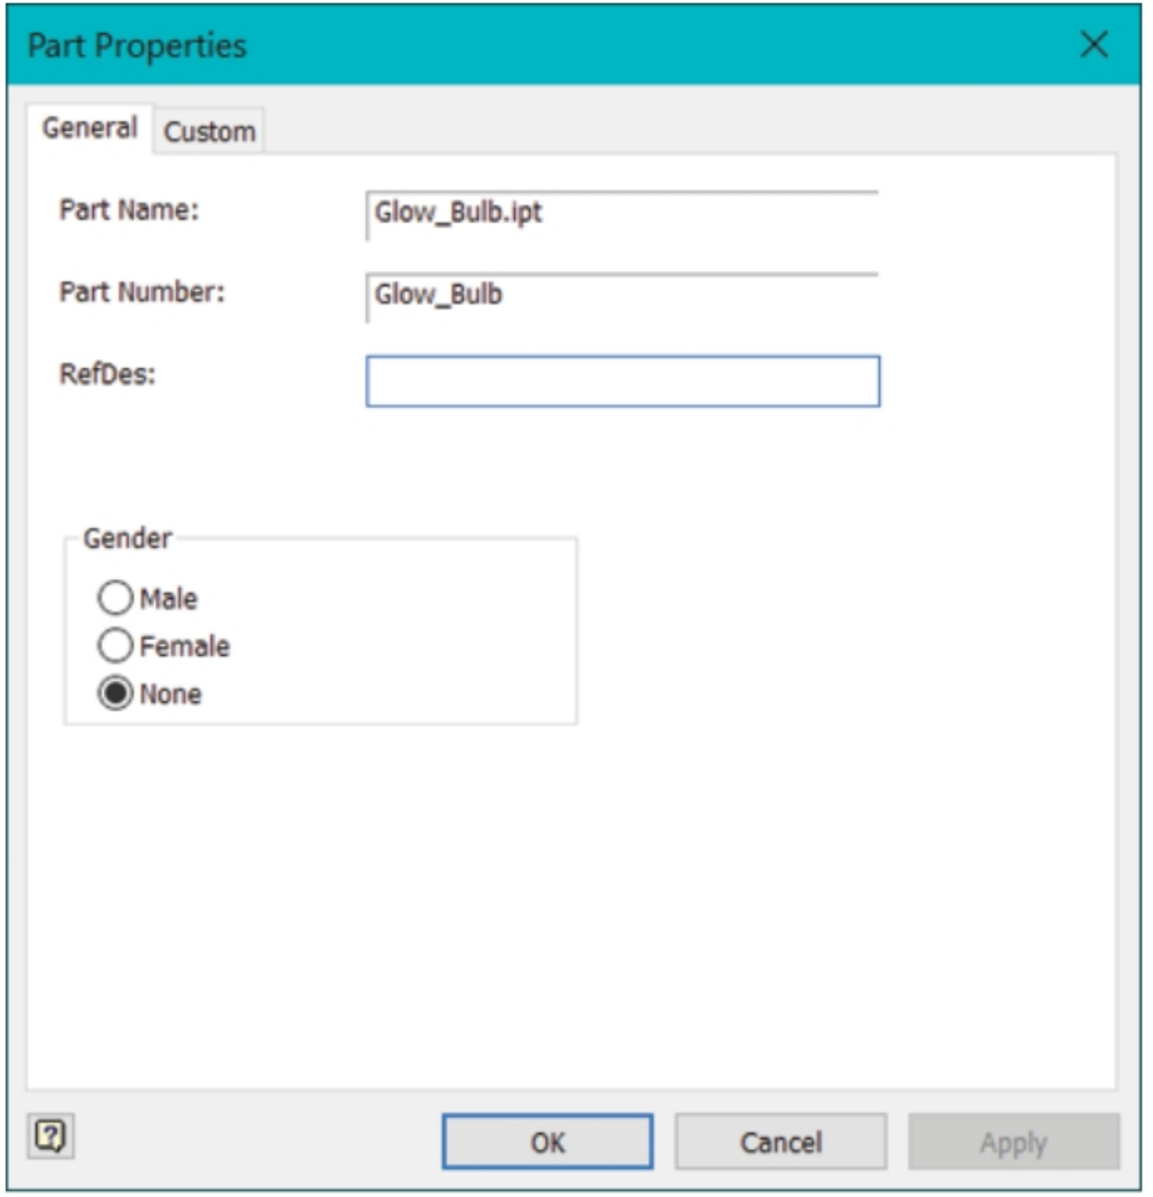

Figure-32. Part Properties dialog box
- Click on the **Harness Properties** tool from the **Harness** panel in the **Ribbon**. The **Part Properties** dialog box will be displayed as shown in Figure-32.